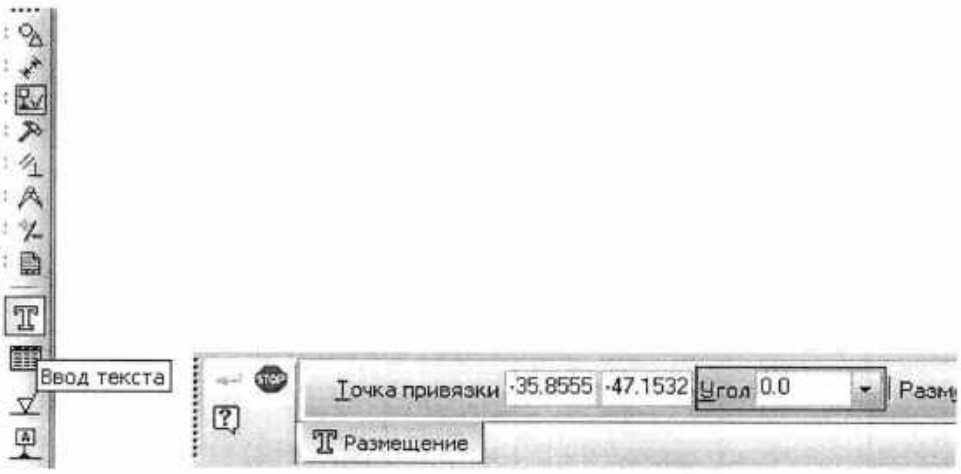

Рис. 6.
12. Подпишите точки. Для этого на компактной панели нажмите кнопку ***Обозначения***, на этой панели нажмите кнопку Ввод текста, рис. 6. Система перешла в режим ввода текста.